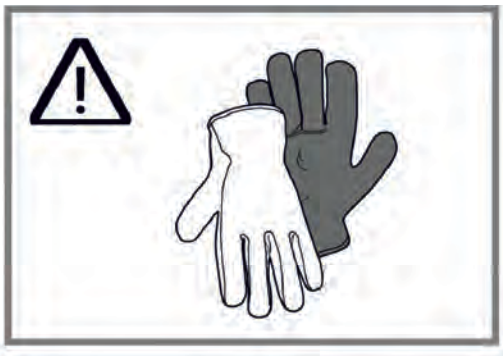

Fig. 10
- Det kan finnas skarpa kanter under installationen, använd därför skyddshandskar (Fig 10).